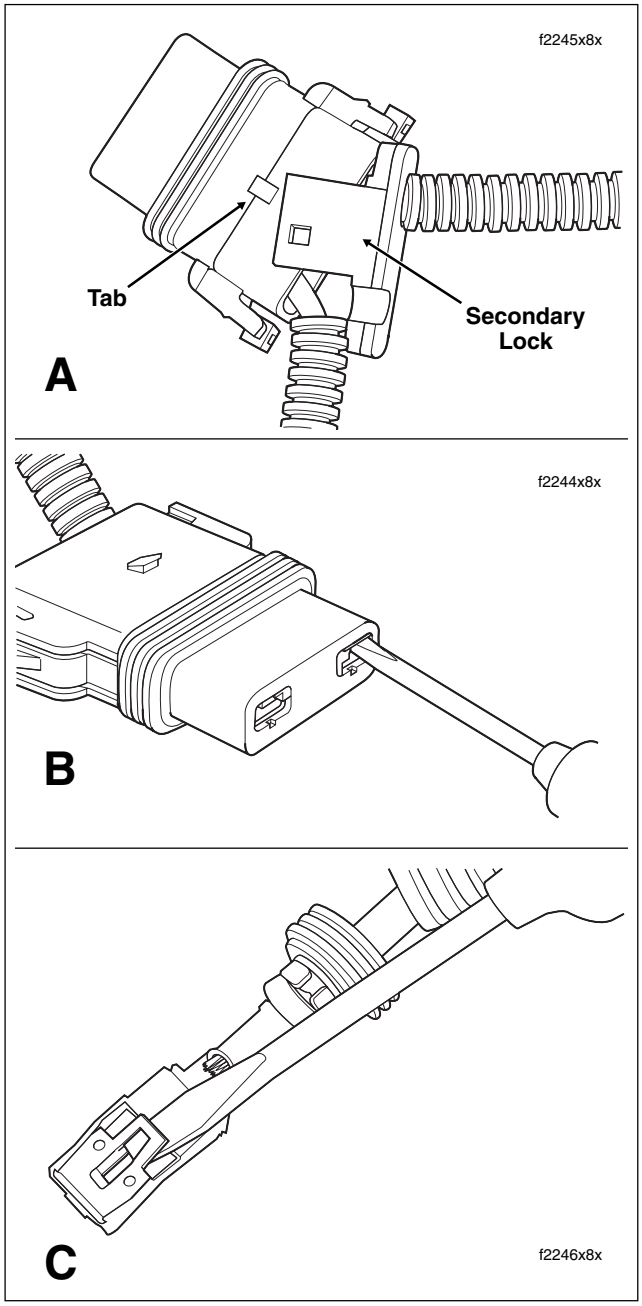

Figure B-25. Remove Socket Terminals
a. Gently pull socket housing to disengage slots from tabs on socket housing. See A of Figure B-25. Free secondary lock from cables and set aside.
b. Take note of the opening on one side of the socket terminal. Gently insert flat blade of pick (Snap-On TT600-5) or small screwdriver into opening until it stops. Pivot the pick toward the terminal body and hold in position. See B of Figure B-25.
a. Carefully bend tang outward away from the terminal body. See C of Figure B-25.